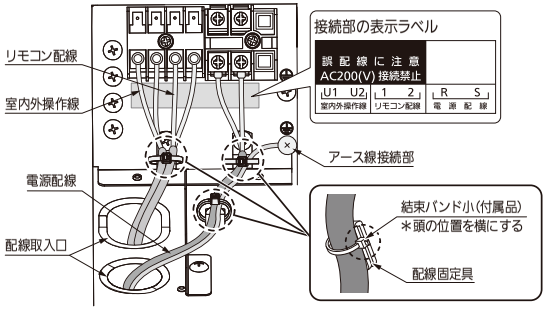

図16
- このとき、電源配線は端子接続部に張力が加わらないように、配線固定具に結束バンド小（付属品）を通し、しっかりと固定してください。固定は必ず被覆部分で行ってください。（図16）